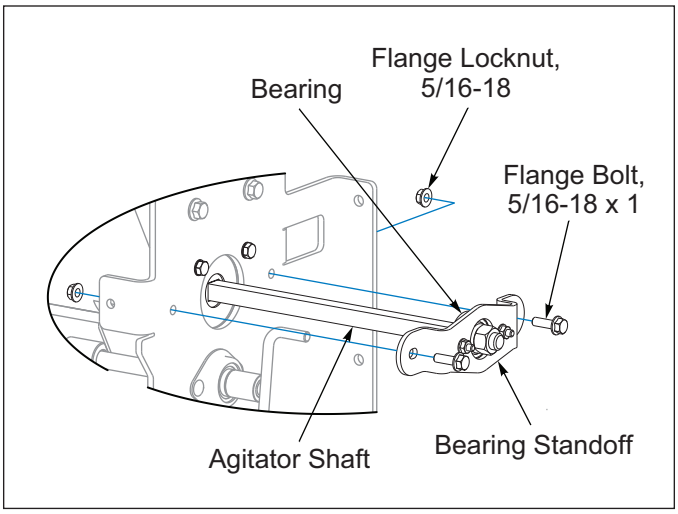

Figure 2-12: Agitator Assembly
1. On the RH end of the Agitator Seed Box, remove the 5/16-18 Hardware that attaches the Bearing Standoff to the RH Support. **See Figure 2-12.**